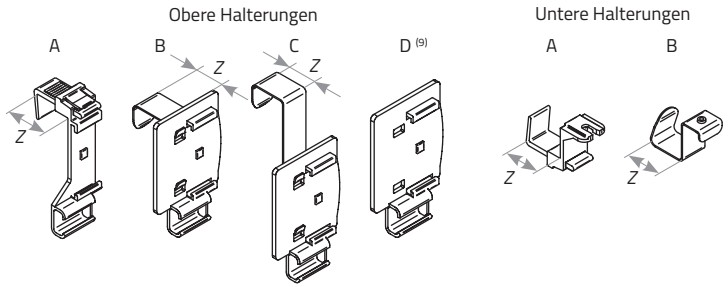

Abb. 1 Rollo-Breite und -Höhe
5 Die Höhe des Rollos (H) entspricht dem Abstand zwischen der oberen Kante des Fensterrahmens und der unteren Kontaktlinie der Glasleiste mit dem Rahmen des Fensterflügels in horizontaler Lage (Abb. 1).